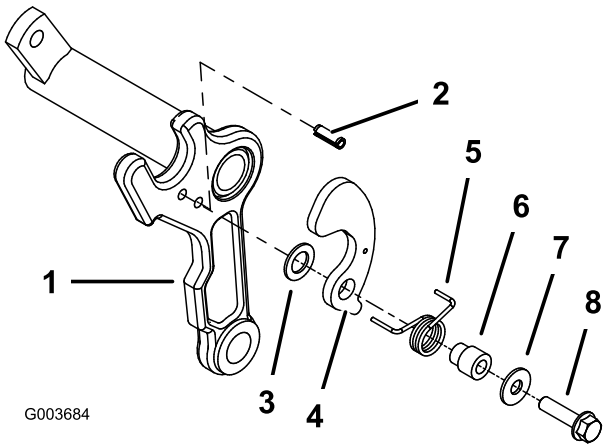

Figura 6
6. Instale un pasador cilíndrico en el taladro inferior del lado correspondiente del bastidor de tiro de cada unidad de corte (Figura 6).
7. En el lado del bastidor de tiro en que se instaló el pasador cilíndrico, monte una arandela de plástico, un soporte del recogedor, un muelle de torsión, un collar del recogedor, una arandela plana (0,344 x 0,875) y un perno (5/16 x 1-1/4 pulgada) (Figura 6). Posicione la pata más larga del muelle alrededor del borde delantero del bastidor de tiro, e inserte la parte trasera, más corta, del muelle en el taladro del soporte del recogedor.